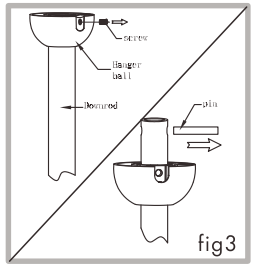

fig3
1.Remove the screw and bolt from the hanger ball as fig 3;Remove the "R" pin and cross pin from the downrod.